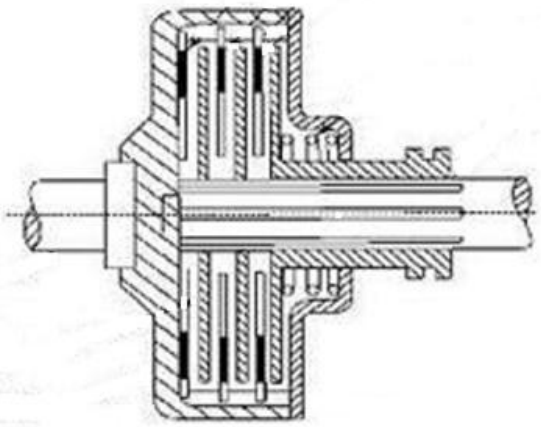

FIGUUR 1
1.4 Raadpleeg FIGUUR 1 van die koppelaar hier onder en beantwoord die vrae.
1.4.1 Noem die soort koppelaar wat in FIGUUR 1 getoon word. (1)